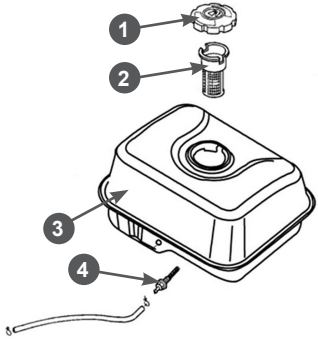

Рис. 24 Топливный бак и топливные фильтры
В топливном баке установлены два сетчатых топливных фильтра. Один фильтр устанавливается в заливной горловине топливного бака. Второй фильтр конструктивно объединен со штуцером топливного бака и установлен внутри бака (Рис. 24).
полностью выработать топливо. Одновременно с очисткой топливного бака необходимо проверять и очищать фильтр 4, установленный внутри бака (Рис. 24). Поврежденный или сильно загрязненный фильтр необходимо заменить.
3. Выкрутите из топливного бака выходной штуцер 4 и произведите его очистку (Рис. 24). Внимательно осмотрите сетчатый фильтр. При обнаружении механических повреждений замените штуцер топливного бака.